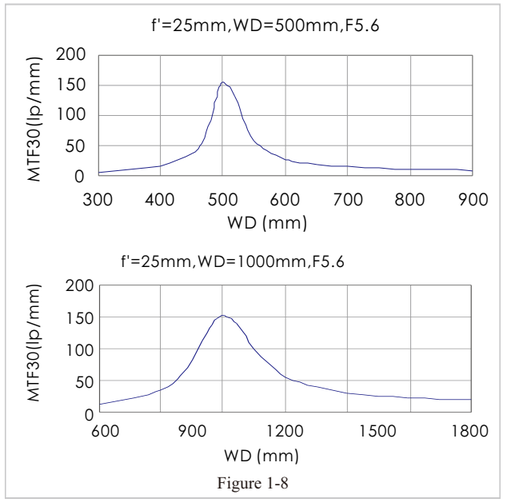
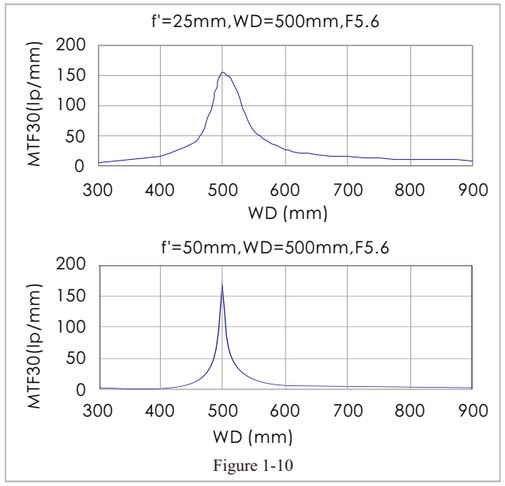

Figure 1-8
Figure 1-10
* Relationship between depth of field and working distance, apertures and focal length: as in Figure 1-8 to Figure 1-10, under the given contrast MTF30, the spatial frequency (Y-axis) changes within the working distance (X-axis), and with the same frequency, the further the working distance, the greater the depth of field; the smaller the diaphragm, the greater the depth of field; the smaller the focal length, the greater the depth of field.